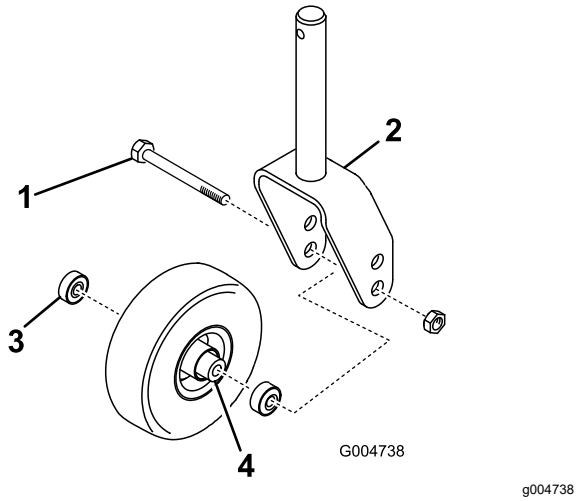

Figura 141
1. Retire la contratuerca del perno que sujeta el conjunto de la rueda giratoria entre la horquilla o el brazo de pivote (Figura 141).
2. Sujete la rueda giratoria y retire el perno de la horquilla o del brazo de pivote (Figura 141).
3. Retire el cojinete de la rueda y deje que se caiga el suplemento del cojinete (Figura 141).
4. Retire el cojinete del otro lado de la rueda (Figura 141).